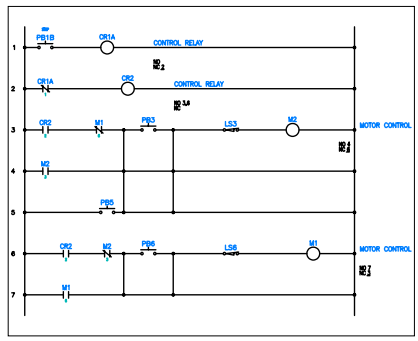

Figure 6-52 *Wires inserted in the ladder*
7. Enter **14.6,13** at the Command prompt and press ENTER; you are prompted to specify the wire endpoint. Next, enter **14.6,12** and press ENTER; the wire is inserted between rung 6 and 7 on the right side of the PB6. Now, press ENTER to exit the command. Figure 6-52 shows the wires inserted in the drawing.